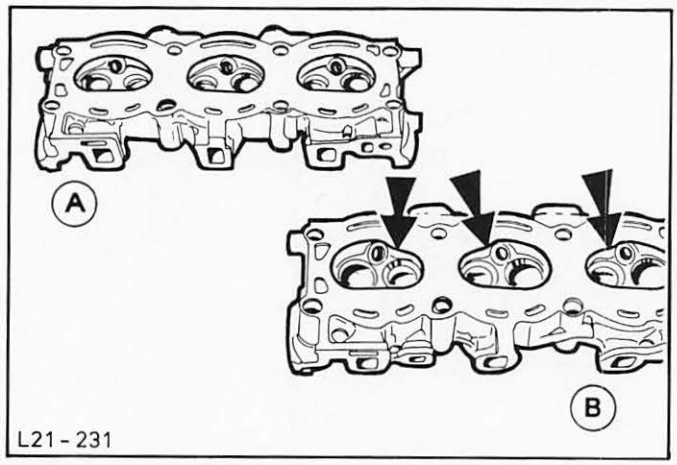

Abb.3 Brennräume
- Das geänderte Verdichtungsverhältnis (siehe Technische Daten) wurde durch die Neugestaltung der Brennräume, Abb.3, sowie der unterschiedlichen Kolbenhöhe erreicht.